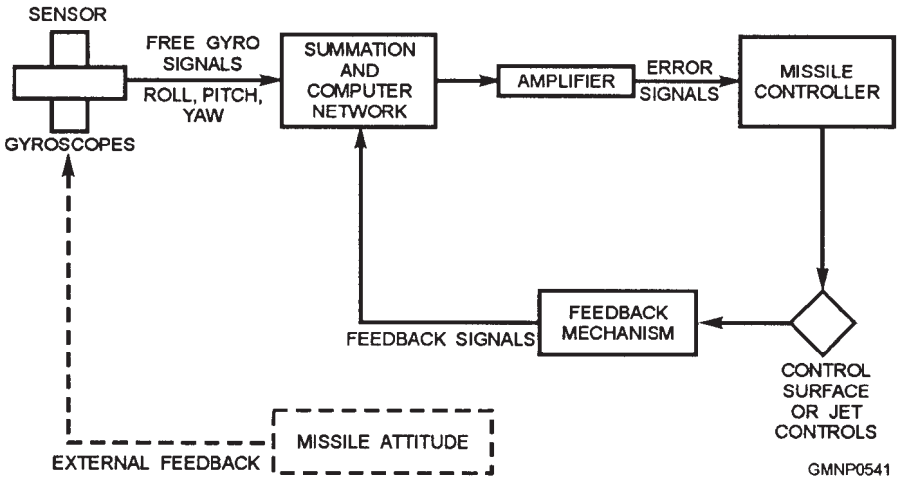
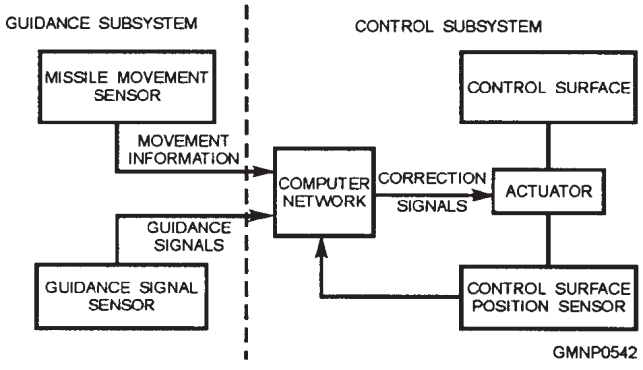

**Figure 9-14.—A basic missile control system (servo).**
**Figure 9-15.—Basic missile guidance system.**
**CONTROL SYSTEM OPERATION**.—A block diagram of a basic missile control system is shown in figure 9-14. Free gyroscopes provide inertial references from which missile attitude can be determined. For any particular attitude, gyro signals are sent from the gyroscope sensors to the summing network of the computer. These signals are proportional to the amount of roll, pitch, and yaw at any given instant.
Figure 9-15 is a simple block diagram of a basic guidance system. This system is very similar to a basic control system shown in figure 9-14. The two systems interrelate and interact in their operations.